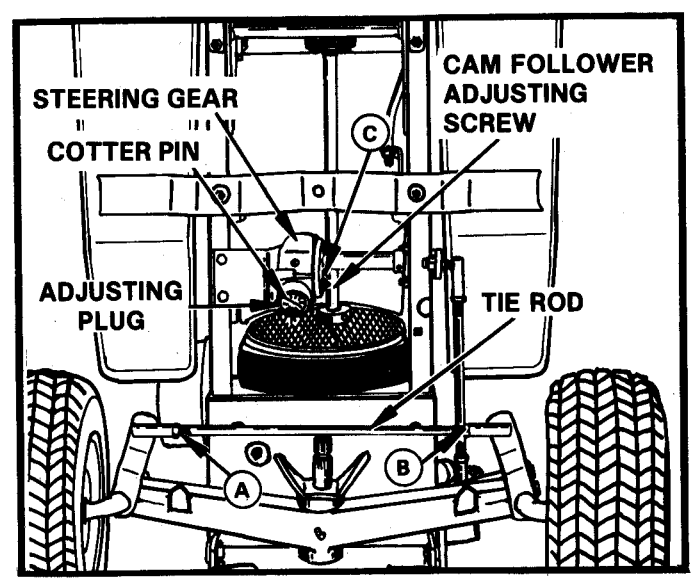

FIGURE 22
FRONT WHEEL TOE-IN ADJUSTMENT — FIGURE 22
1. Loosen Jam Nuts "A" and "B", Figure 22.
2. Remove cotter pin identified in Figure 22.
3. Loosen Jam Nut "C", Figure 22, and turn adjusting screw out (counter-clockwise 1-1/2 turns.)
4. Tighten adjusting plug, Figure 22, to 4-6 ft. lbs. of torque.
6. Hold jam nut and turn adjusting screw, Figure 22 "IN" (clockwise) until backlash is removed from steering wheel. This procedure must be done at the position where wheels are straight forward. DO NOT FORCE ADJUSTING SCREW. Torque jam nuts 35-45 ft. lbs. while holding adjusting screw in position.